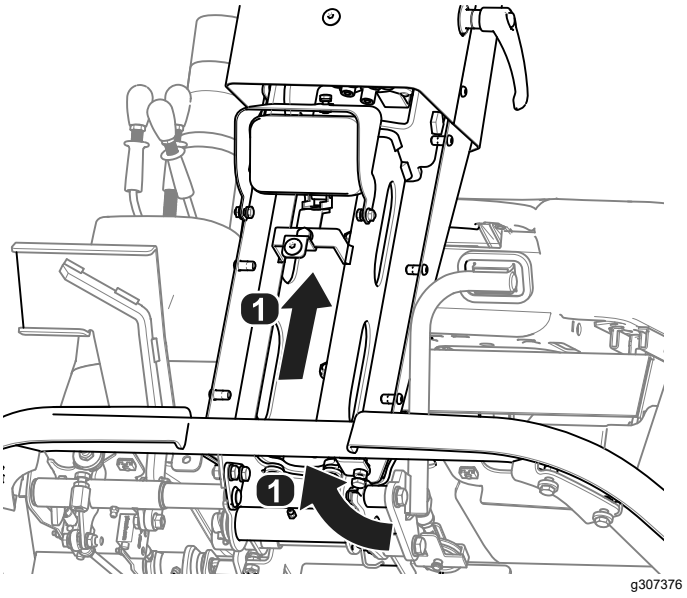

Figuur 18
7. Leid de kabelboom onder het platform met de machinekabelboom en in de stuurkolom (Figuur 18).